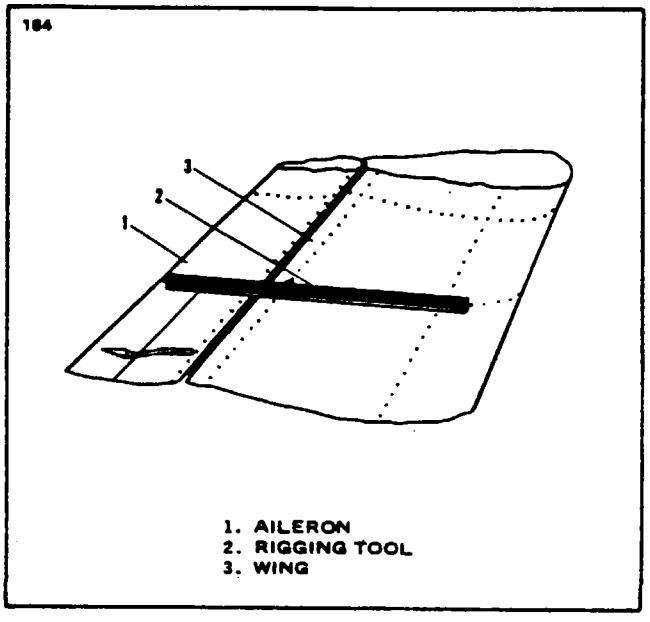

Figure 5-6. Installation of Aileron Rigging Tool
1. Place a modified straightedge, as shown in Figure 5-6 against the underside of the wing, next to and outboard of the row of rivets at station 189 with the aft end of the tool even with the trailing edge of the aileron. (This tool may be fabricated from dimensions given in Figure 5-32.) Do not place tool over rivets.
3. Should the three points not contact, loosen the jam nuts (45 and 51) of the control rod ends (44 and 50) and rotate the rod (25) until the three contact points touch the skin surfaces. Tighten the rod end locknuts.
c. With the bellcrank in neutral position, adjust cable tension as given in Table V-I to maintain neutral center alignment of control wheels. Carefully remove the floor panel to the left of the control pedestal. Alternately adjust the primary and balance cable turnbuckles (2) at the bellcranks with the turnbuckles (17) within the fuselage. Cable tension should be taken at the non-rigid primary control cable. Safety turnbuckles.
d. To adjust the interconnecting cables between the aileron and rudder cables, first ascertain that the cable tension has been set for both the aileron and rudder cables. Ascertain that the aileron and rudder controls and surfaces are neutral, then remove the access panel at the aft section of the fuselage and adjust the interconnecting cable turnbuckles (26) at station 283 so that the springs (28) will extend .060 of an inch from their relaxed position.
e. Place a bubble protractor on the inboard section of the aileron and establish neutral or zero on the protractor. Remove the tools holding the aileron bellcranks in neutral; replace the nuts and safety them. Adjust the bellcrank stop bolts (52) to the specific aileron travel from neutral as given in Table V-I. Stops of both bellcranks should contact their stop blocks at the same time and before the control wheel contacts its stops.